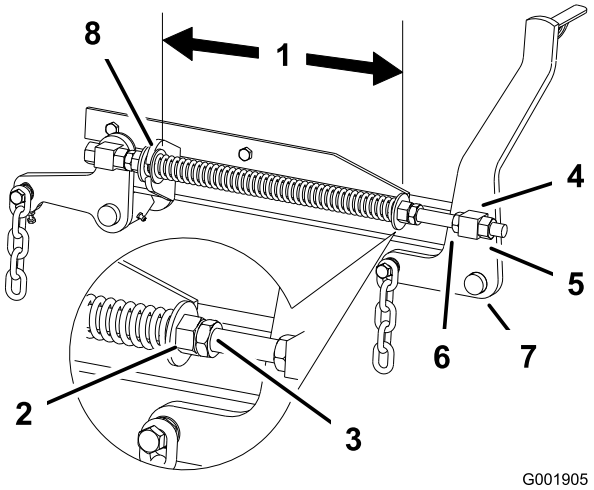

Figur 81
2. Kontroller afstanden mellem de 2 store spændeskiver. Den skal være 29,2 cm (Figur 81).
3. Juster denne afstand ved at løsne fjederkontramøtrikken og dreje møtrikken foran hver fjeder (Figur 81). Når møtrikken drejes med uret, forkortes fjederen. Drejes den mod uret, bliver fjederen længere.
4. Lås møtrikken på plads ved at spænde fjederkontramøtrikken (Figur 81).